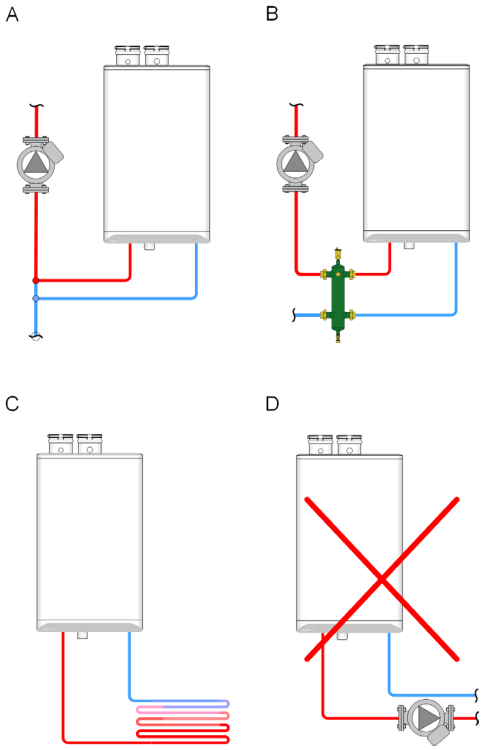

*Figure 23: Permitted and prohibited space heating*
Figure 23 illustrates that the SFC series integral space heating pump can be hydraulically separated from the distribution pump by (A) closely-spaced tees, or by (B) a low-loss header. Although best practice is primary/secondary, in some cases (C) the integral pump will be adequate to provide flow through the building heat emitters. The installer / designer must ensure that if the integral pump is used for the space-heating emitters it is powerful enough for system distribution. Avoid (D) where an external pump is placed in series with the integral pump because the external pump runs when the SFC is serving DHW. It will strongly compromise DHW response.